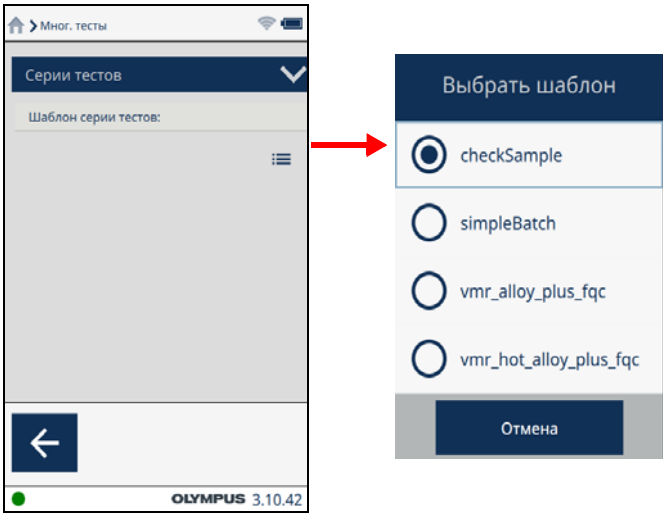

Рис. 2-6 Настройка серии тестов
1. На экране **Мног. тесты** установите флажок **Запрос после кажд. теста** (см. Рис. 2-6 на стр. 22).